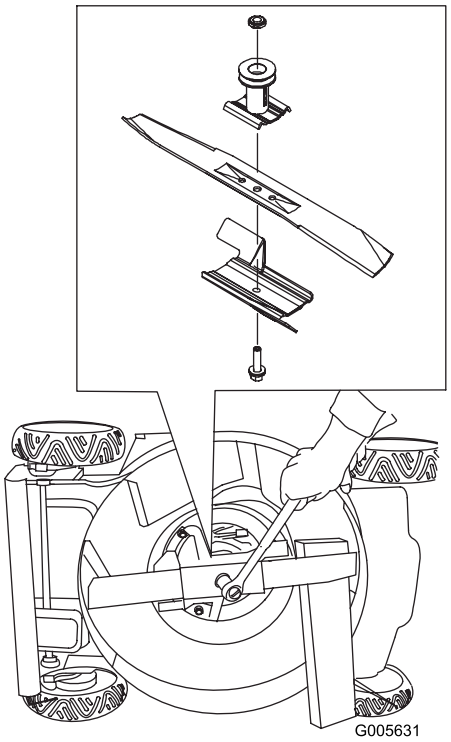

Figur 35
3. Bruk en treblokk til å holde kniven fast (Figur 35).
5. Monter den nye kniven og alle monteringsdeler (Figur 35).